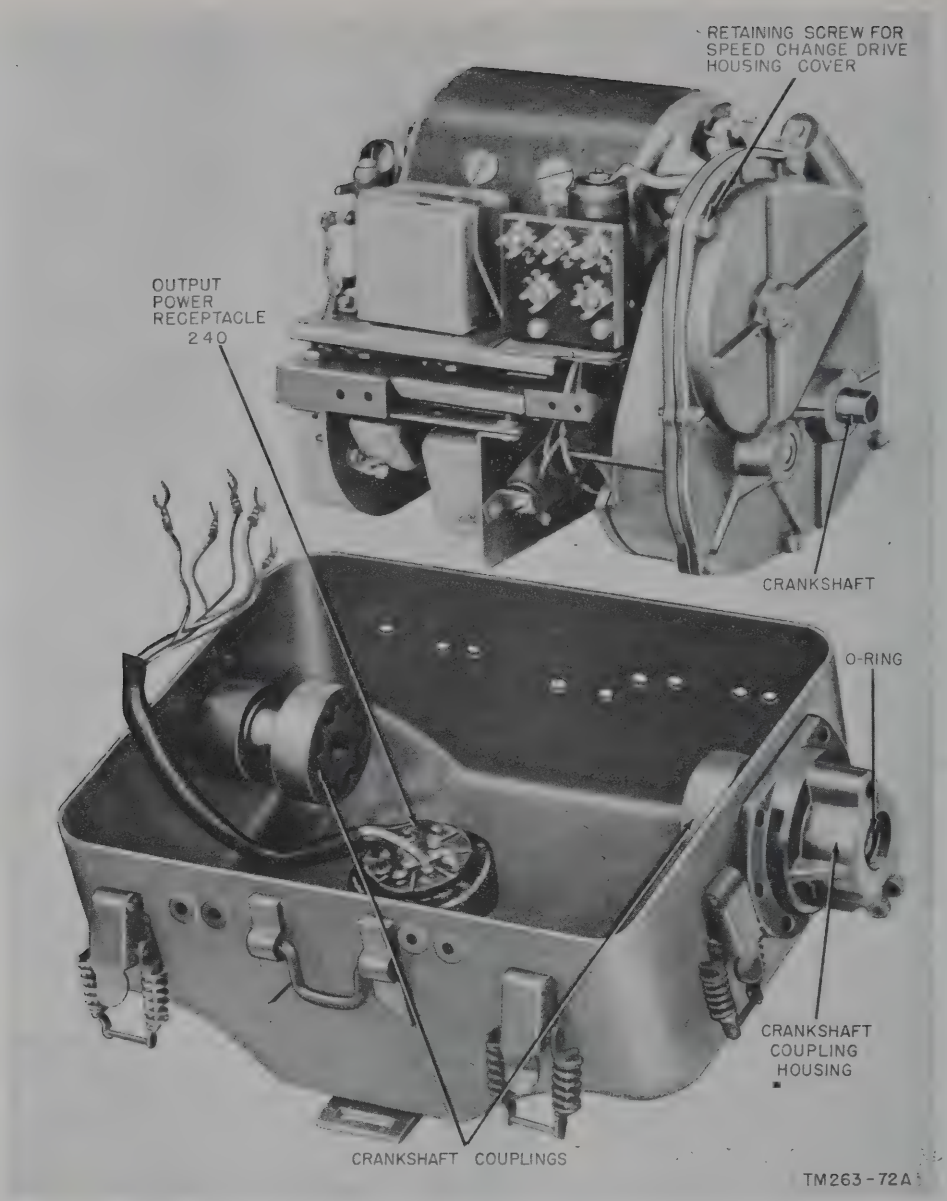

Figure 127. Generator GN–58–A, bottom half of housing removed.
d. Pull the crankshaft coupling (fig. 127) through the hole in the housing.
k. Again, with the screwdriver, pry the chassis away from the sides of the housing. Lift out the generator and filter assembly. With the generator removed from the housing, all the components are easily located (figs. 127–129).